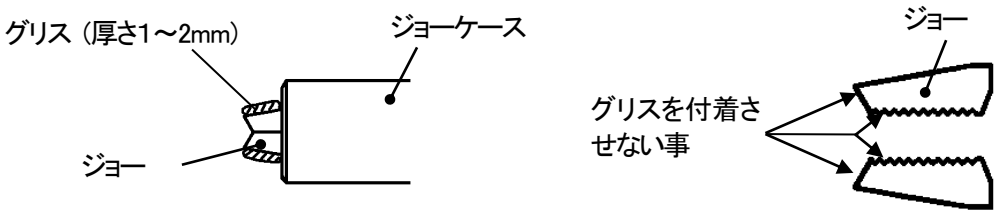

図 7-4
⑥ジョーケースにジョーを組み付けてください。グリスをジョーケースより突き出したジョーのテーパ面にも同様に塗布してください。(図 7-4)